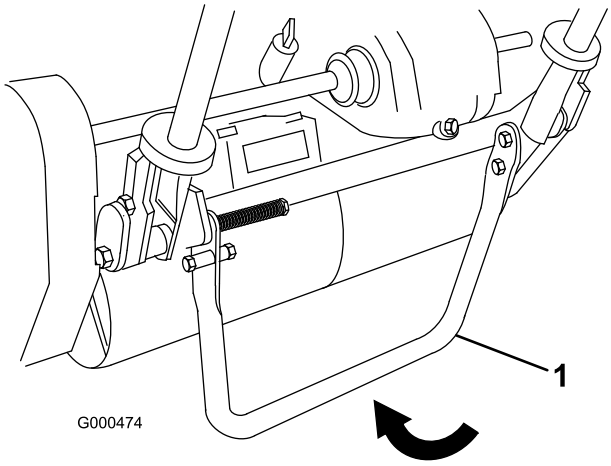

Figure 12
1. Abaissez la béquille avec le pied et tirez sur le support du guidon jusqu'à ce que la béquille bascule en avant (Figure 12).